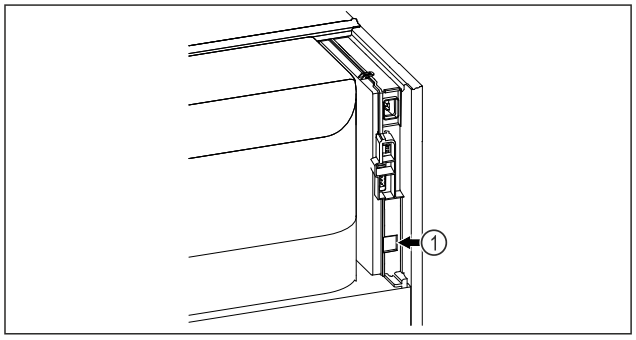

Fig. 82
❑ SmartModule *Fig. 82 (1)* este instalat.